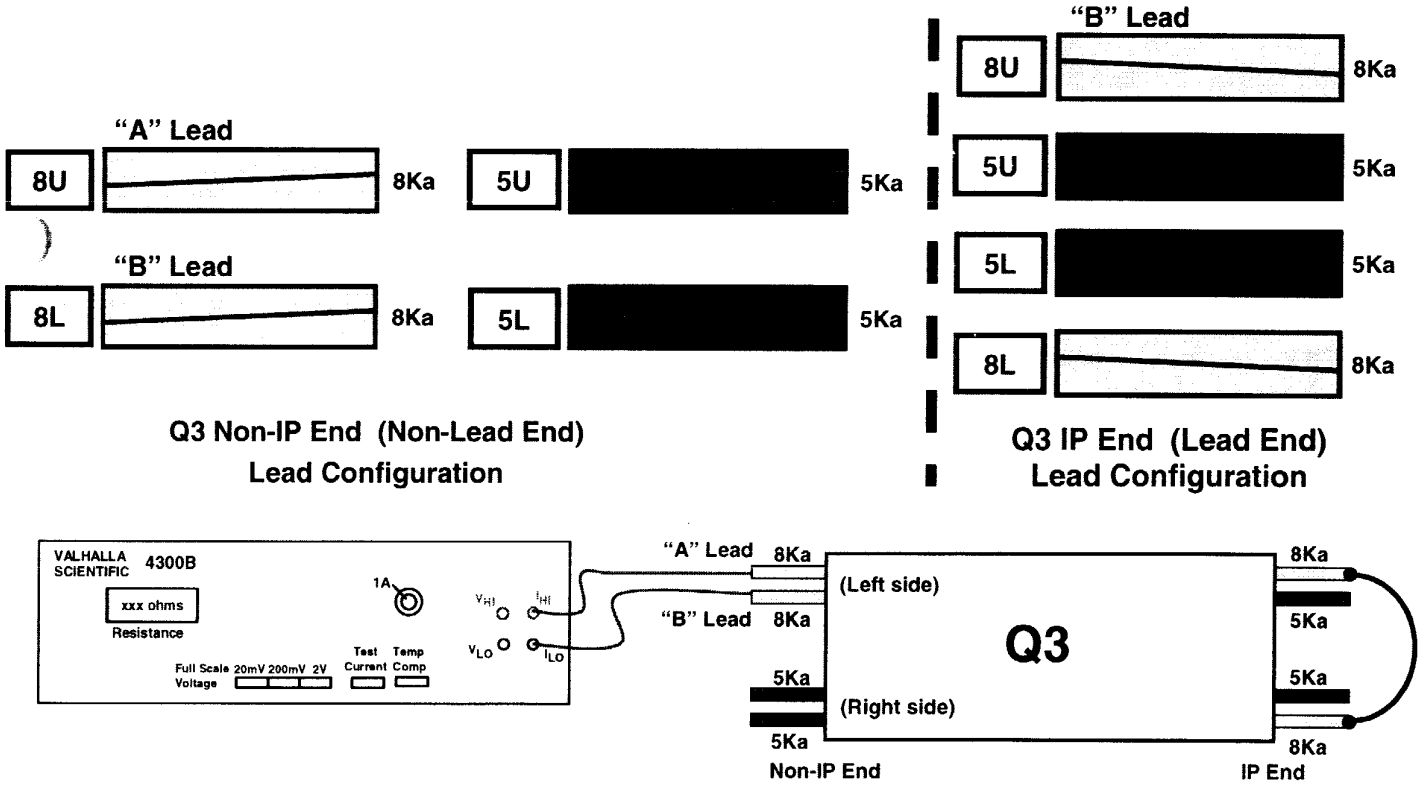

Figure 26.0-A
6. Connect I_{HI} to "A" Lead as shown in figure 26.0-A.
7. Connect I_{LO} to "B" Lead as shown in figure 26.0-A.
11. At the IP End, jumper the 8Ka leads as shown in Figure 26.0-A.